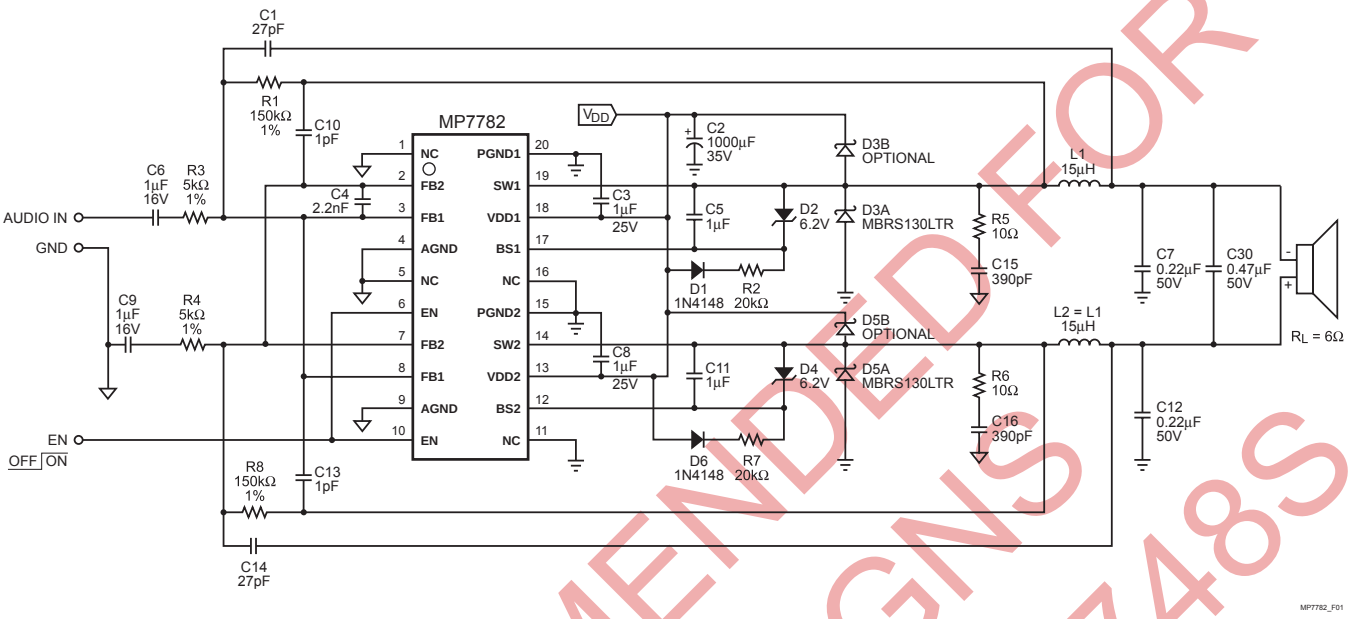

Figure 1 — 50W Class D BTL Amplifier (V_{DD} = 24V)
(Circuit of Figure 1, V_{DD} = 24V, V_{EN} = 5V, T_A = +25°C, unless otherwise noted.)
Circuit of Figure 1, V_{DD} = 24V, T_A = +25˚C
The MP7782 uses a minimum number of external components to complete a fully bridged Class D audio amplifier. The circuit in Figure 1 shows a typical application. Use the following sections to customize the amplifier for your particular application.
Two identical LC filters are required in the typical application. The inductor-capacitor (LC) filter is a second order filter that converts the pulse train at SW (pins 14, 19) to the output differential signal that drives the speaker. Typical values for the LC filters are shown in Figure 1. The characteristic frequency of the LC filter needs to be high enough to allow high frequency audio to reach the output, yet needs to be low enough to filter out high frequency contents of the pulses from SW. The characteristic frequency of the LC filter is: